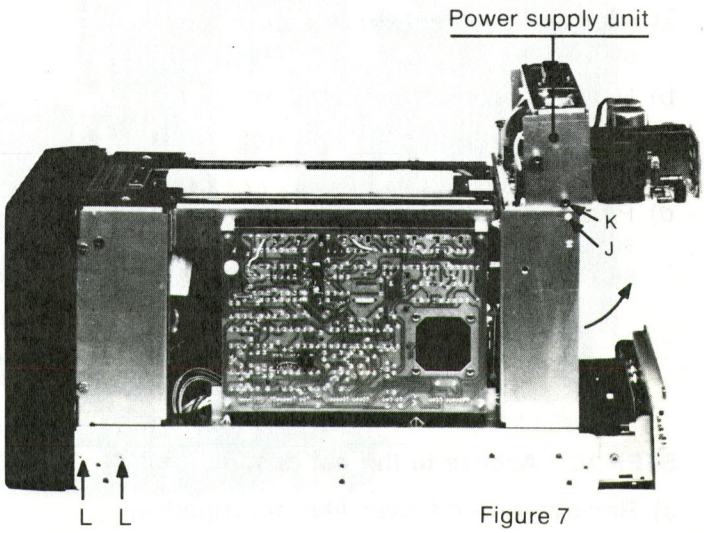

Figure 7
c) At the under edge of the power supply board, you will note three white clips. Push them down so that you can rotate the board (figure 7).
c) Unscrew the four screws ; two at both side (indicated with L in figure 7).